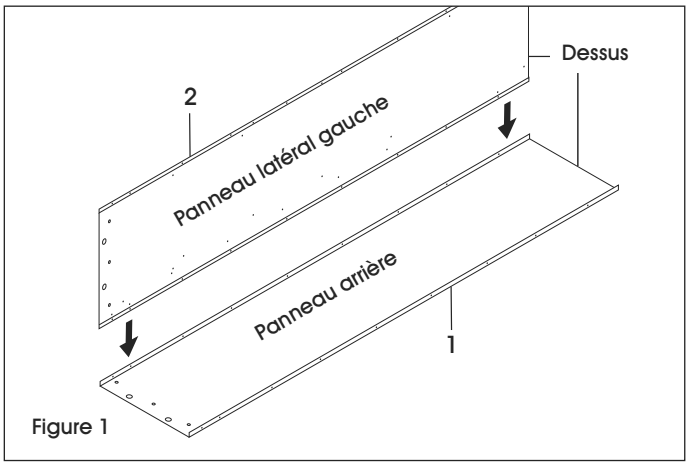

Figure 1
1. Placez le panneau arrière (1) sur une surface plane protégée, brides vers le haut.
2. Boulonnez le panneau latéral (2) au panneau arrière, en veillant à ce que le panneau latéral s'insère dans la bride du panneau arrière. (Voir Figure 1) Les extrémités des panneaux arrière et latéraux dotées de deux grands trous sont situées au bas du casier.